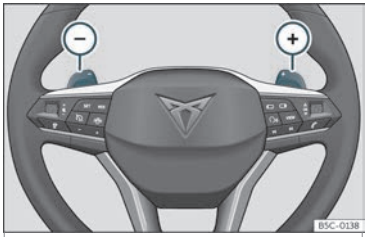

Abb. 143 Lenkrad: Hebel für Automatikgetriebe.
- Tippen Sie die Schaltwippe ⊕, um einen Gang hochzuschalten ››› **Abb. 143**.